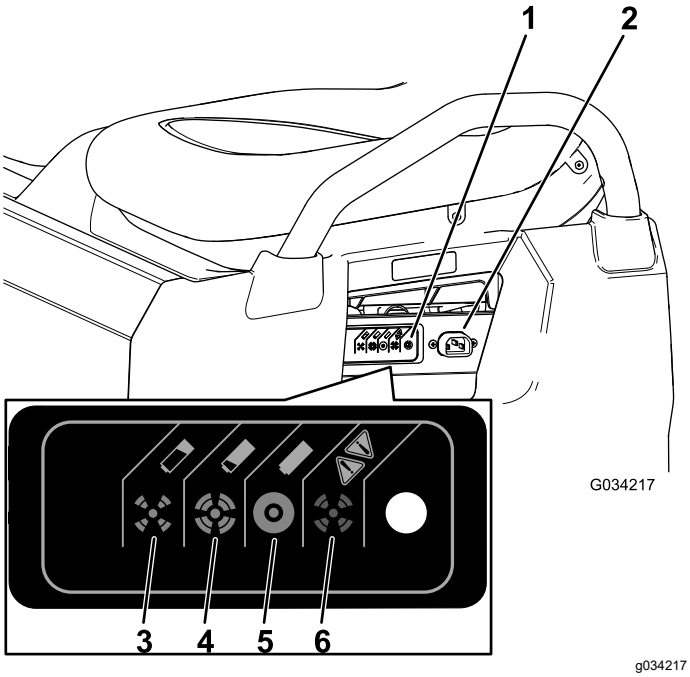

Figur 38
3. Anslut en laddningssladd med **tjocklek 16 (eller större diameter) på maximalt 2,5 m** till maskinens laddningsuttag (Figur 38).
Se följande tabell och Figur 38 för information om vad de olika färgerna på laddarens statuslampa betyder.